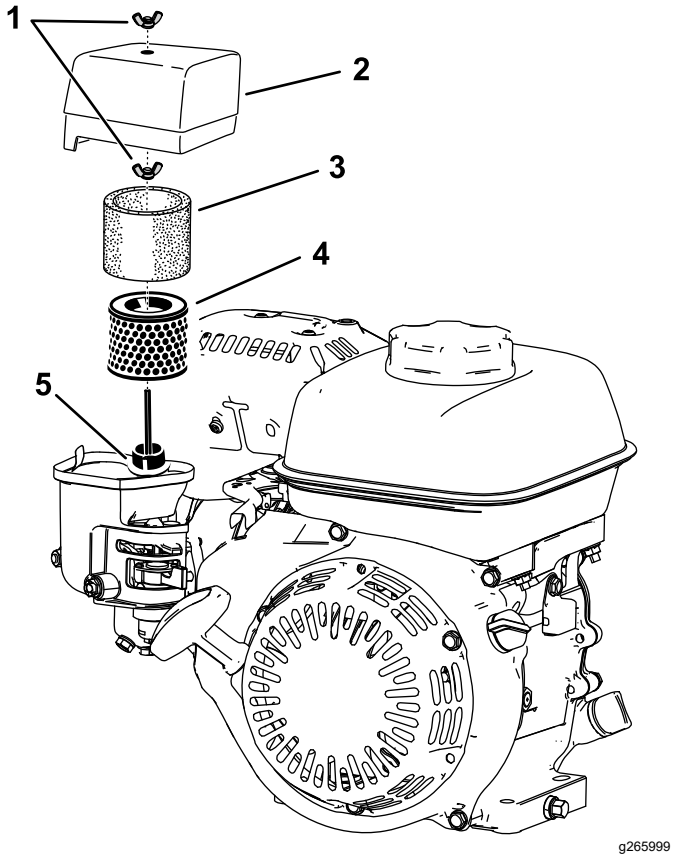

Figuur 31
2. Draai de vleugelmoer los waarmee het luchtfilterdeksel vastzit (Figuur 31).